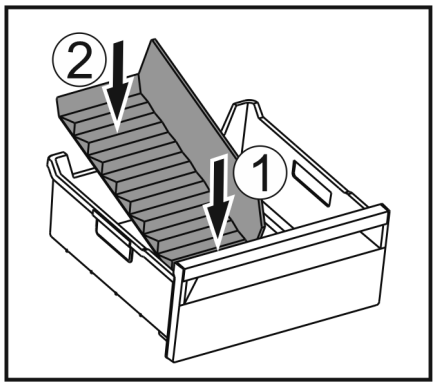

Fig. 196
▶ Insert the front part of the ice compartment divider. *Fig. 196 (1)*
▶ Lower the rear part of the ice compartment divider to the drawer bottom. *Fig. 196 (2)*